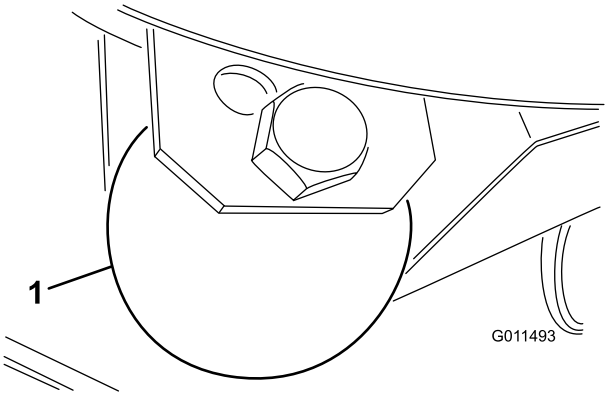

Figur 26
1. Lossa bulten och muttern som håller fast klipphöjdshjulet på klippenhetens fästen (Figur 26).